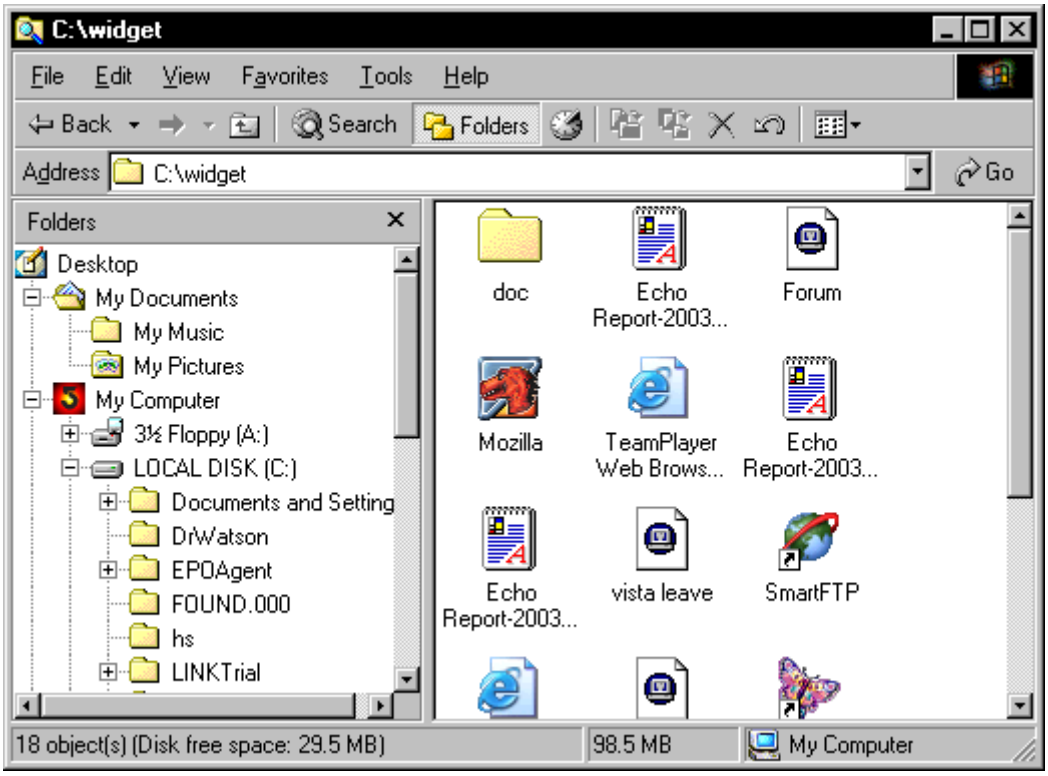

**Figure 12-1**
1. Using Windows Explorer, go to the parent directory of the folder that contains the folder to be shared (doc folder) (Figure 12-1).